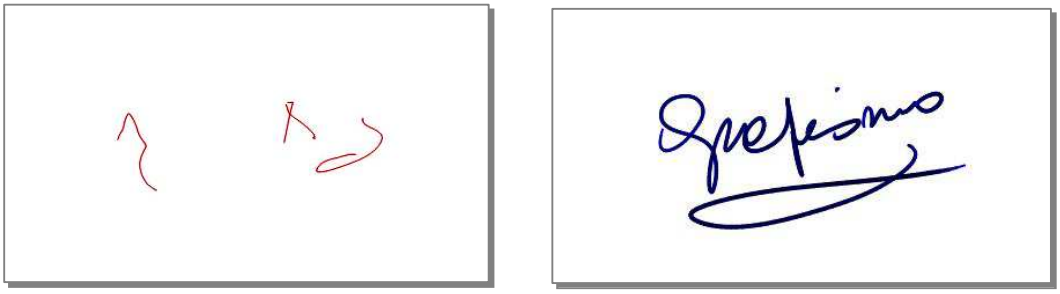

Figura 19: Detalle del grafismo en la solapa ANÁLISIS donde se muestra el ejemplo de trazo aéreo (rojo) y físico (azul).
f. Solo aéreo – Solo físico: la solapa ANÁLISIS permite desglosar los trazos físicos de los aéreos y visualizarlos en azul y rojo, por separado cliqueando en forma optativa cada uno de esos botones (Figura 19).